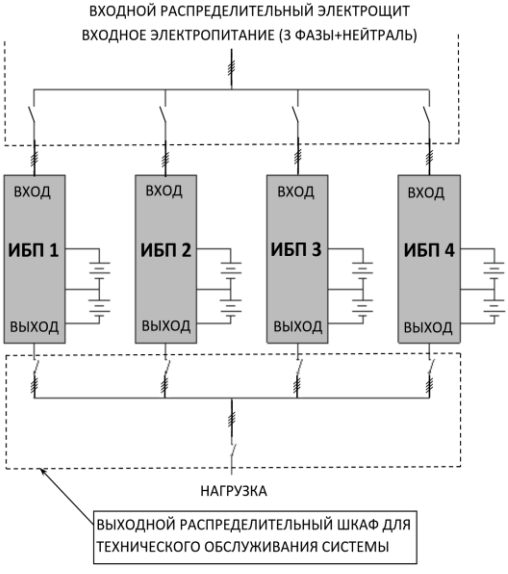
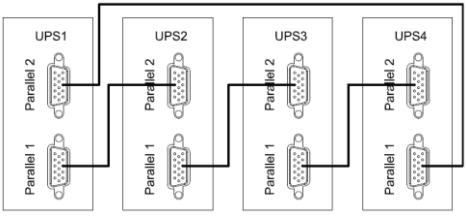

Рисунок 24 – Пример схемы подключения четырех изделий в систему параллельного резервирования с выходным распределительным шкафом.
Рисунок 25 – Схема соединения изделий в «кольцо» через параллельные порты
Изделие имеет встроенный параллельный контроллер и может работать в системе бесперебойного питания с параллельным резервированием (см. рисунок 24 и рисунок 25). Целью такой системы является либо повышение надежности (резервирование), либо увеличение общей выходной мощности (масштабирование).
⚠	**ВНИМАНИЕ!** **Установите дополнительные внешние выходные выключатели (см. рисунок 24) между выходными клеммами каждого изделия и общими шинами, тщательно соблюдая фазировку.**
- отключите входное сетевое питания каждого изделия. Убедитесь в том, что все внешние выключатели разомкнуты (см. рисунок 24);